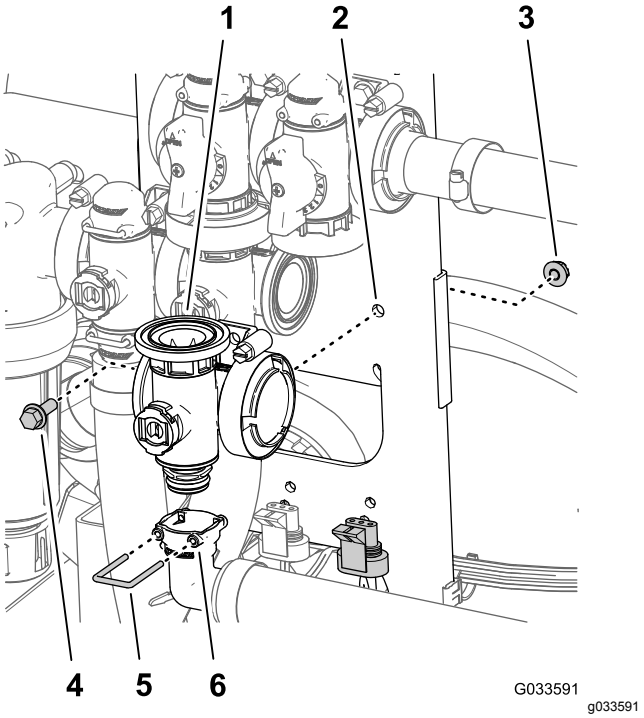

Figur 103
2. Fjern holderen som fester 90 graders uttaksnippelen til manifoldkoblingen for hovedbomventilen (Figur 103).
3. Fjern flenshodebolten (¼ x ¾ tomme) og flenslåsemutteren (¼ tomme) som sikrer hovedbomventilen til ventilfestet, og fjern ventilmanifolden fra maskinen (Figur 103).